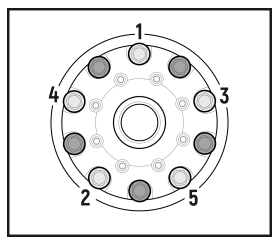
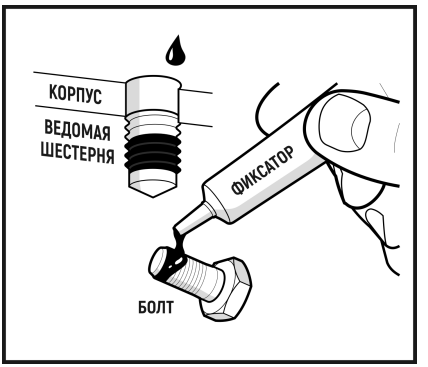

Рис. 18
Рис. 20
- *Нанесите фиксатор резьбы в оставшиеся **пять** резьбовых отверстий шестерни и на резьбу болтов. (**Рис. 20**) Вкрутите эти **пять** болтов и затяните их динамометрическим ключом моментом затяжки, указанным в руководстве по ремонту автомобиля. (**Рис. 18**)*
2.9 Нанесите резьбовой фиксатор на резьбу каждого болта и на резьбовые отверстия шестерни. (**Рис. 20**)